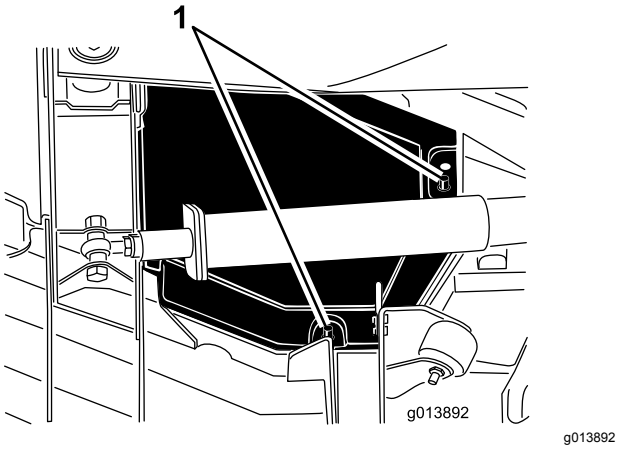

Figur 66
4. Løft de bakre og indre dekselkantene av monteringspostene (Figur 66).